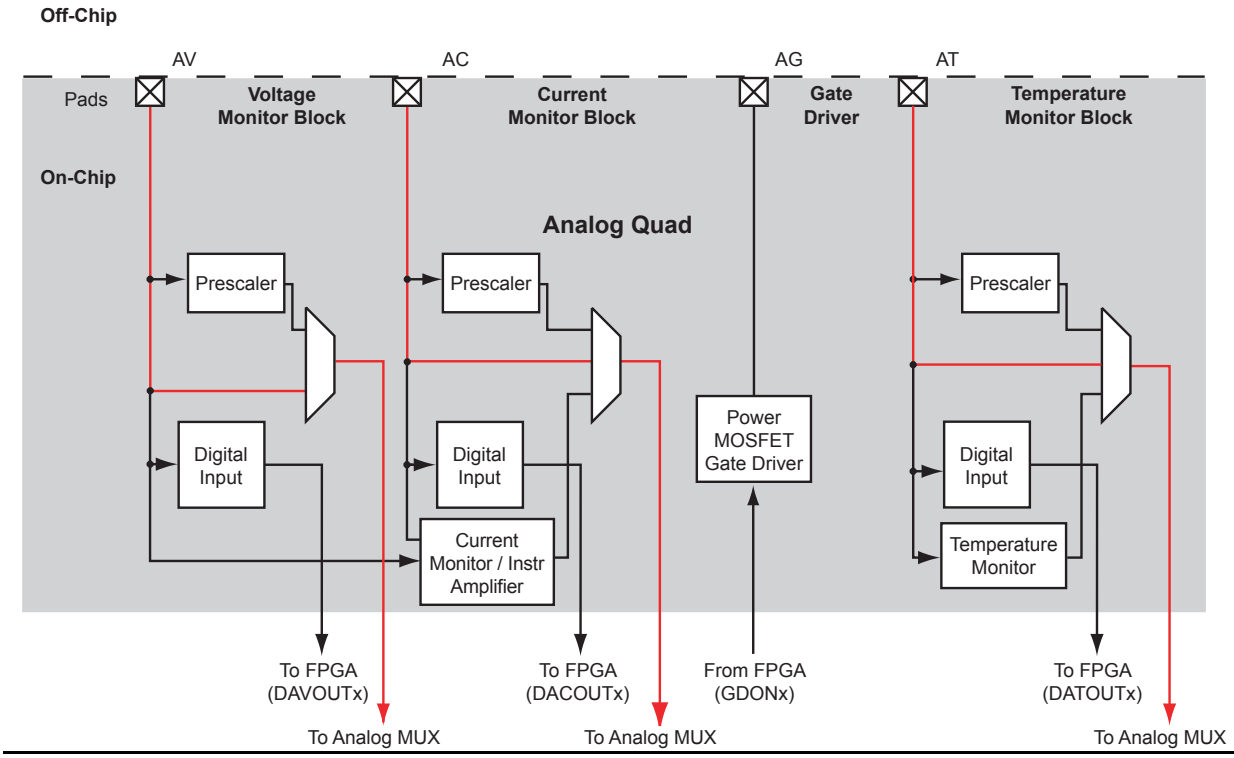

***Figure 2-66* • Analog Quad Direct Connect**
The Fusion Analog Quad offers a robust set of voltage-monitoring capabilities unique in the FPGA industry. The Analog Quad comprises three analog input pads— Analog Voltage (AV), Analog Current (AC), and Analog Temperature (AT)—and a single gate driver output pad, Analog Gate (AG). There are many common characteristics among the analog input pads. Each analog input can be configured to connect directly to the input MUX of the ADC. When configured in this manner (Figure 2-66), there will be no prescaling of the input signal. Care must be taken in this mode not to drive the ADC into saturation by applying an input voltage greater than the reference voltage. The internal reference voltage of the ADC is 2.56 V. Optionally, an external reference can be supplied by the user. The external reference can be a maximum of 3.3 V DC.